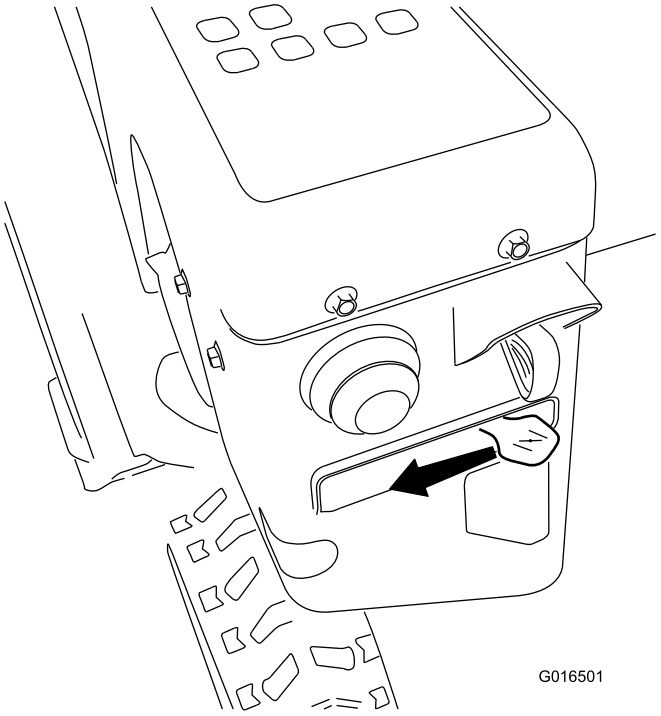

Rysunek 29
5. Ustaw ssanie w pozycji Choke (Rysunek 29).